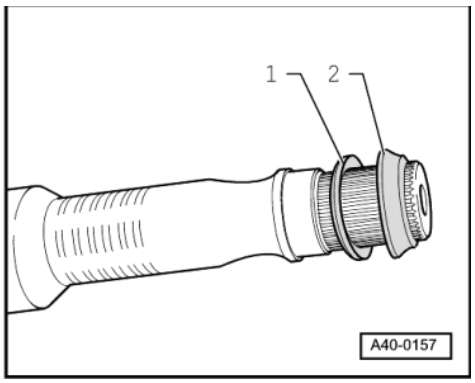

Fig.4 -> Installation position of spacer ring and dished washer (wheel side)
- Installation position => Fig. 4
- Installation position => Fig. 4 .